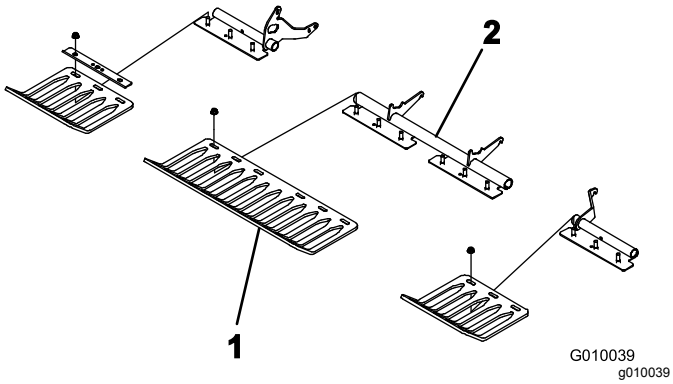

Figuur 25
4. Monteer de beschermvingers losjes op de beugels voor de beschermvingers met 4 klemmen en 12 flensmoeren (Figuur 25). Draai de bevestigingselementen niet vast aan.
Opmerking: De fabriek levert klemmen voor beschermvingers en flensmoeren bevestigd aan de beugels van de beschermvingers (Figuur 25).